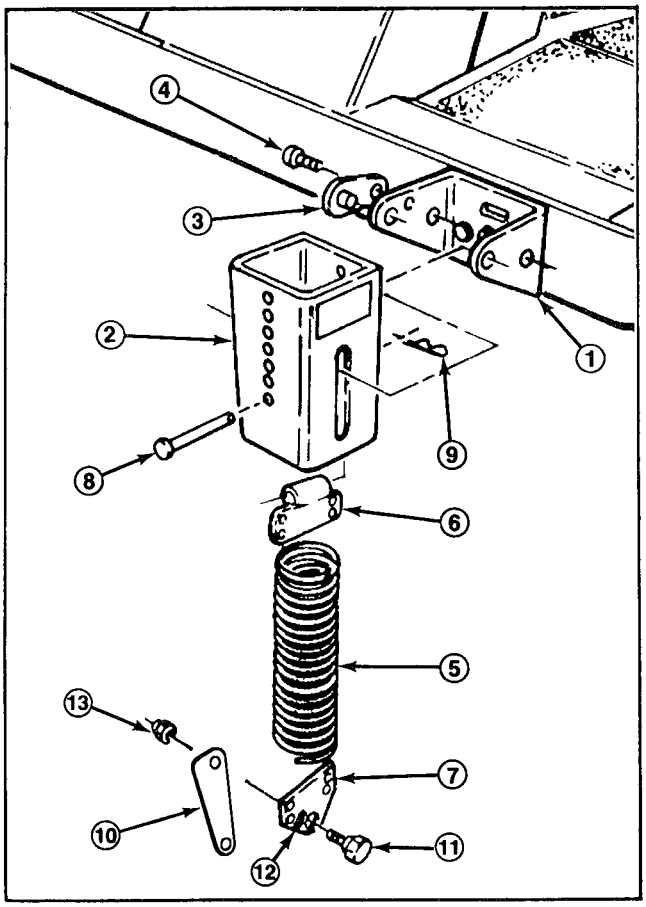

Figure 11
2. Thread the top extension spring coil into the top spring end holes and the bottom extension spring coil into the bottom spring end holes (Fig. 11).
3. Mount knee link to lower spring end with wide part of knee link pointing forward and spring end stop pointing forward. Secure knee link to inner side of spring end with a shoulder bolt and locknut (Fig. 11, 12).
5. Align slotted holes in the spring cover (slot toward the bottom) with the mounting bracket holes. Insert lock pin assemblies into the bracket holes and secure each to the bracket with self-tapping screws (Fig. 11). Torque the screws to 20 ft-lb.
6. From the bottom, insert the spring and top spring end into the spring covers. Select a hole that matches the cutter deck height-of-cut hole setting; i.e., top cover hole matches highest height setting, bottom cover hole the lowest, etc. Align the top spring end hole with the selected spring cover holes and insert the clevis pin to secure the spring inside the cover (Fig. 11). Secure the clevis pin with the hair pin cotter (Fig. 11).